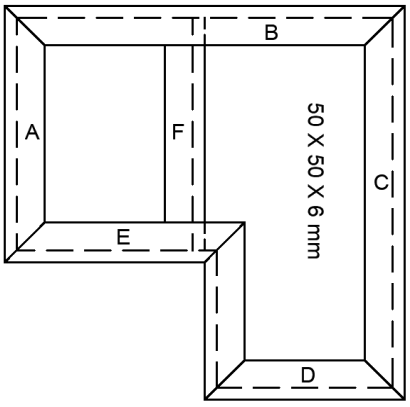

FIGUUR 3
10.2 Reproduseer die materiaallys in TABEL 2 in jou ANTWOORDBOEK en spesifiseer al die komponente van die gesweiste raam wat in FIGUUR 3 hier onder getoon word op die materiaallys.